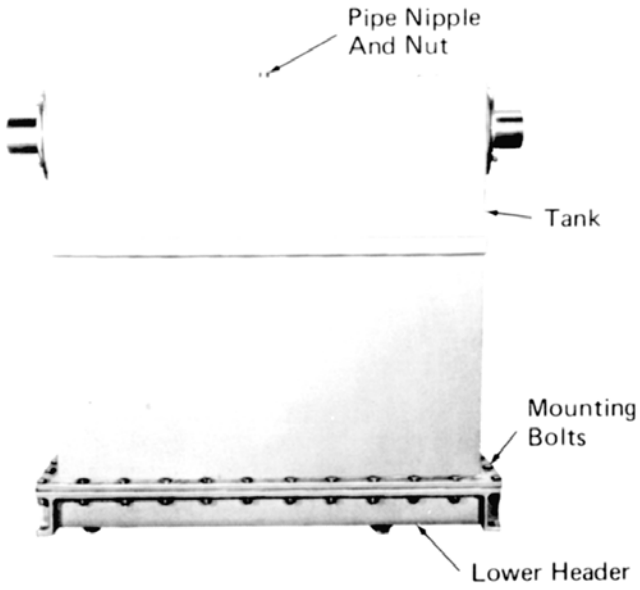

Fig. 1 – Fin-Tube Core Type Oil Cooler
DESCRIPTION, Fig. 1
a. Remove water vent pipe nipple nut from top of oil cooler, Fig. 1.